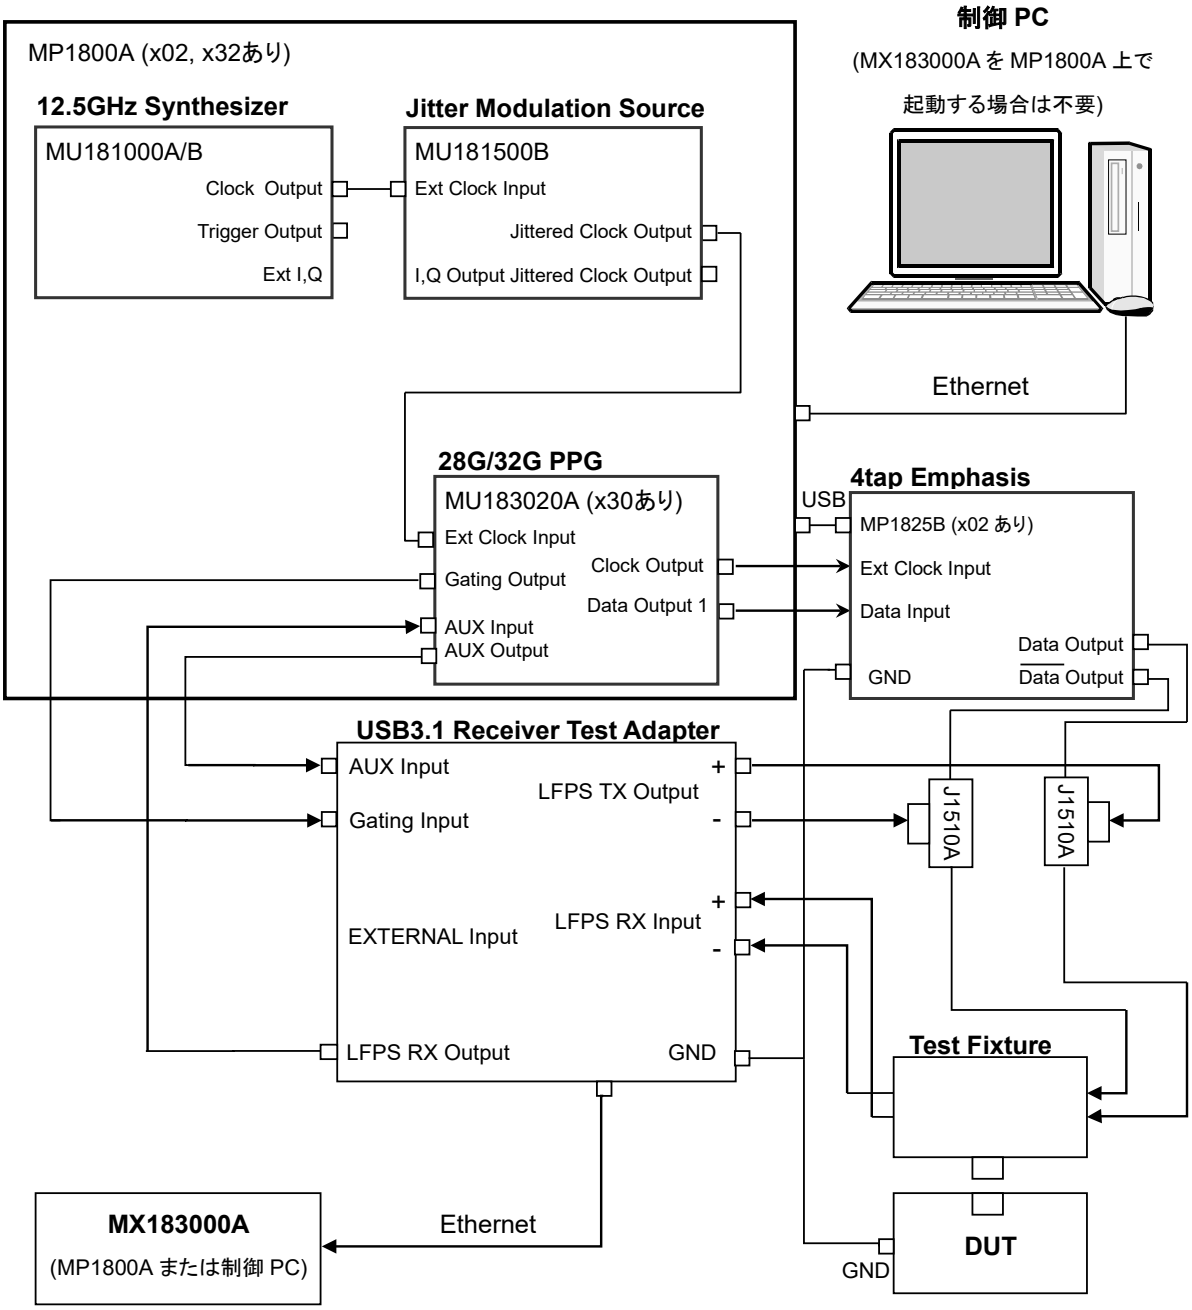

図 3.4.1-1　MP1800A を使用した USB Link Sequence の接続方法
10. J1510A と USB3.1 Receiver Test Adapter の LFPS TX Output を図 3.4.1-1 のように 0.3 m 同軸ケーブル（J1624A）で接続します（2 か所)。
11. J1510A と Test Fixture を図 3.4.1-1 のように 0.8 m 同軸ケーブル (J1612A) で接続します（2 か所)。